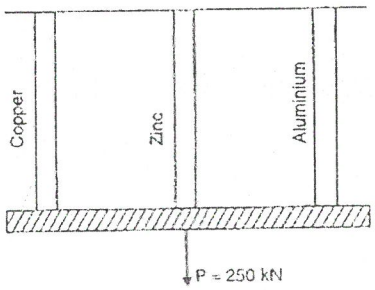

Fig. 2b
b. Three bars made of copper, zinc and aluminium shown in figure 2b are of equal length and have a cross section of 500, 750 and 1000 mm^2 respectively. They are rigidly connected at their ends. If this compound member is subjected to a longitudinal pull of 250 kN, estimate the load and stress experienced by each member. Consider the value of E for copper as 130 GPa, E for zinc as 100 GPa and aluminium as 80 GPa **08**